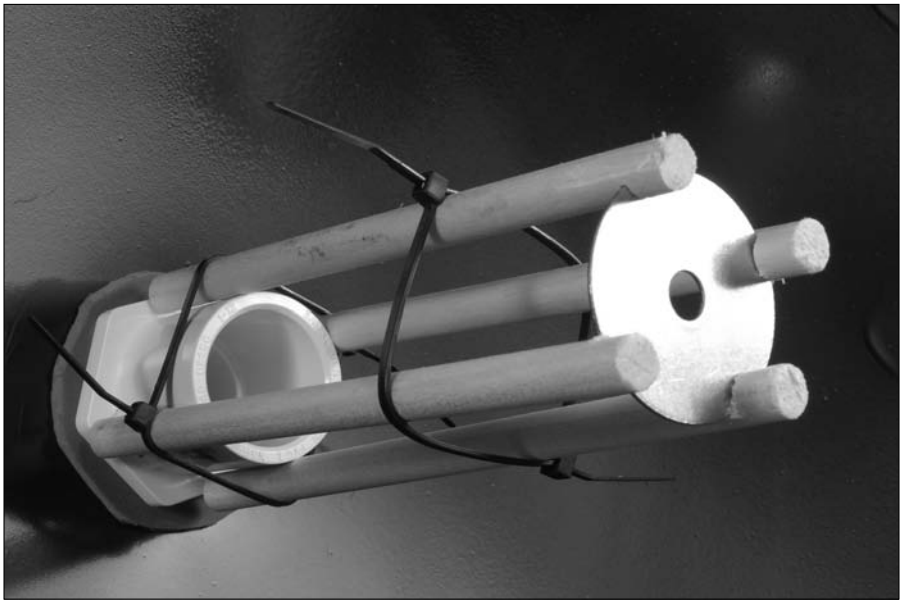

Figure 6-12: Put together the microphone mounting.
3. **Assemble the dowels and washer in the parabolic dish, as shown in Figure 6-12.**